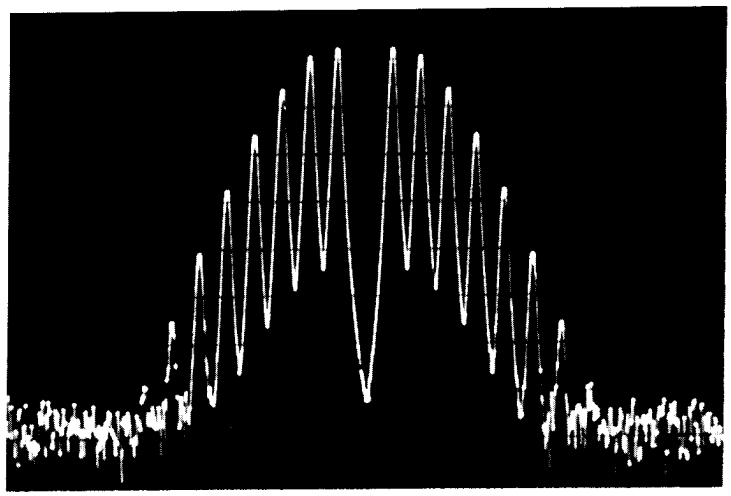

Figure 8: Bessel Null (see step 13g)
g) Slowly turn the Stereo Generator's TOTAL BASEBAND OUTPUT LEVEL control clockwise until the carrier nulls for the first time (see Figure 8).